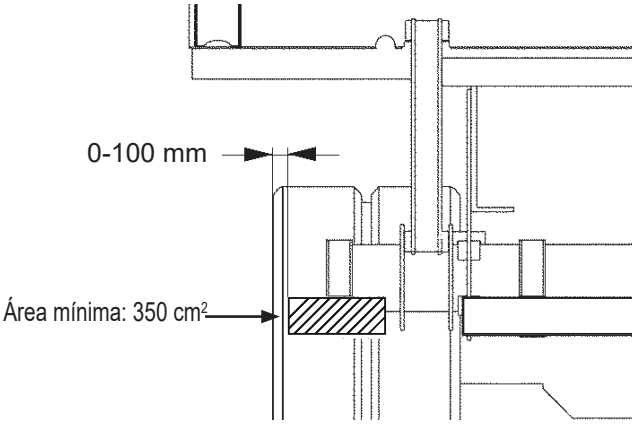

*Figura 33. Medidas reglamentarias*
- Distancia horizontal desde el borde exterior del travesaño hasta la parte exterior de la rueda: Máx. 100 mm. Véase Figura 33.